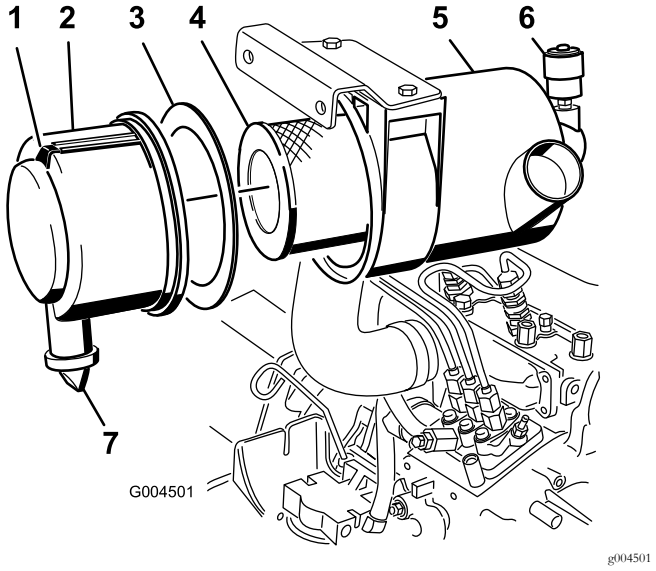

Figur 35
3. Utför service på luftrenarfiltren när luftrenarindikatorn är röd eller var 400:e timme. Utför service oftare i mycket dammiga eller smutsiga förhållanden (Figur 35).